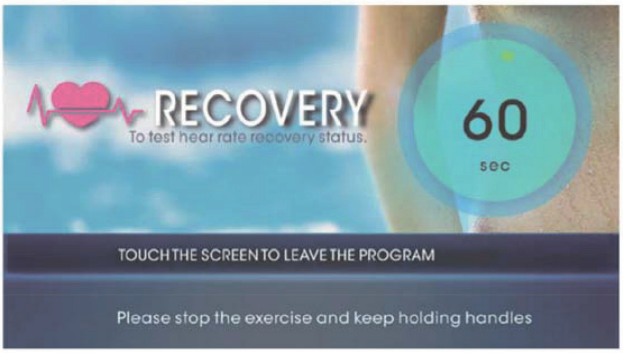

Fig. 25
(1) Press the RECOVERY button during your training to start the said function directly (fig. 25).